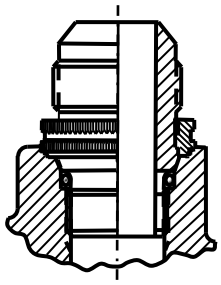

FIGURE 17 – TUBE AND HOSE COUPLING NUTS WITH RING-LOCK PORT FITTING
- Tube and hose coupling nuts used with Ring Lock port fittings. See Figure 17.